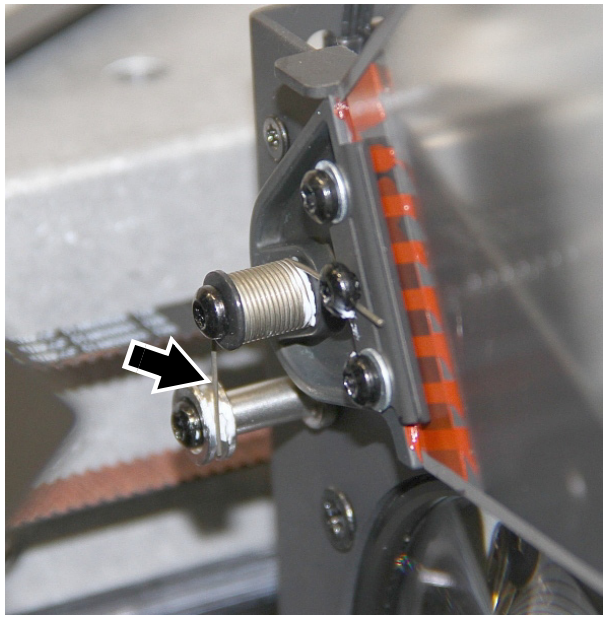

Bild 28: Feder des Frostfilters
5. Siehe Bild 28. Heben Sie das Ende der Feder des Frostfilters (Pfeil) aus der Vertiefung im Federhalter. Entfernen Sie die Hochtemperatur-Schmierpaste nicht aus der Vertiefung.
8. Siehe Bild 28. Verteilen, wenn erforderlich, die Schmierpaste etwas in der Federaufnahme etwas. Die neue Feder muss geschmiert werden. Heben Sie das Ende der Feder (Pfeil) in die Vertiefung im Federhalter.